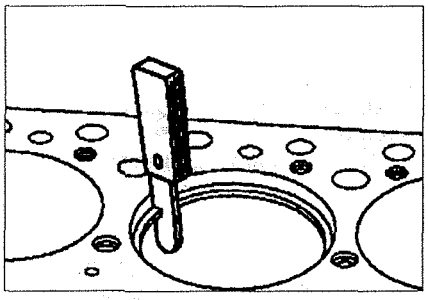

Рис. 2.53. Измерение зазора в замке колец.
3. Снимите кольца (см.рис.2.53).